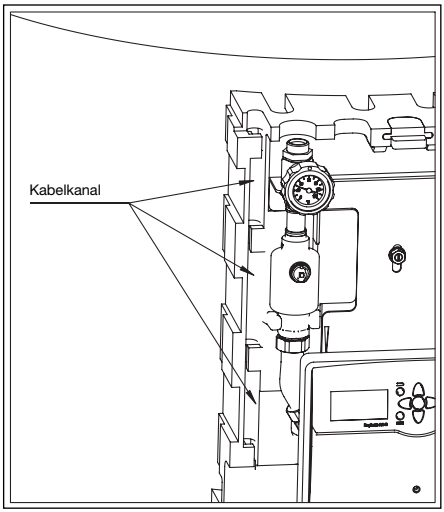

Abb. 22 Montage Kabelkanal
– Die Kabel des Reglers in die hierfür vorgesehenen Kabelkanäle verlegen (Abb. 22)